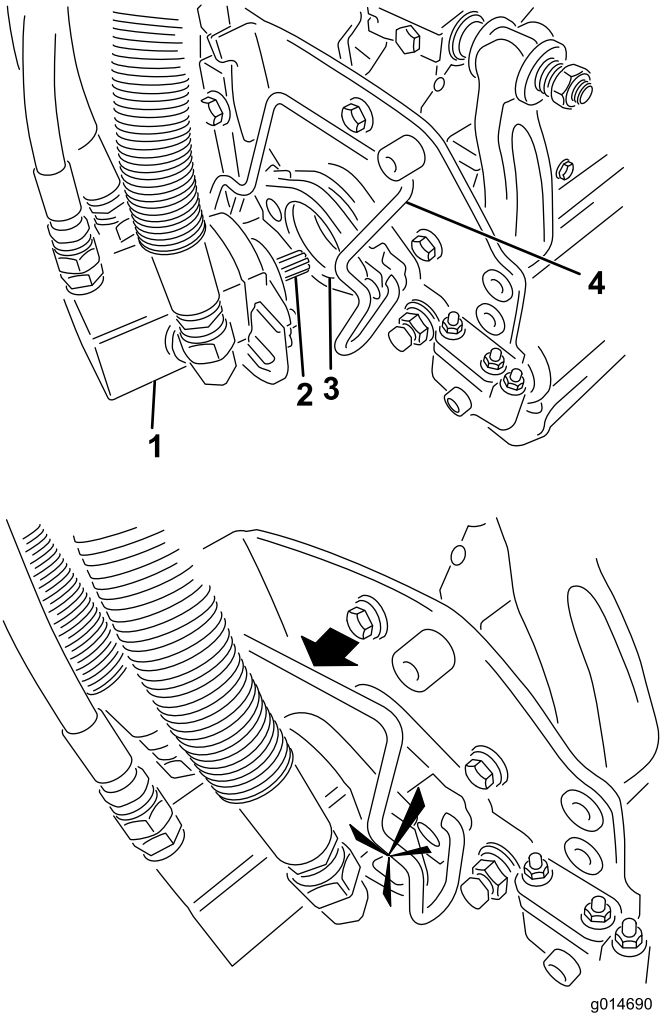

Figuur 14
7. Smeer schoon vet op de sleufas van de motor van het maaidek (Figuur 14).
8. Steek de motor in de linkerkant van het maaidek (gezien vanuit de bestuurdersstoel) en trek de motorbevestigingsstang op het maaidek in de richting van de motor totdat u aan beide kanten een klik hoort (Figuur 14).